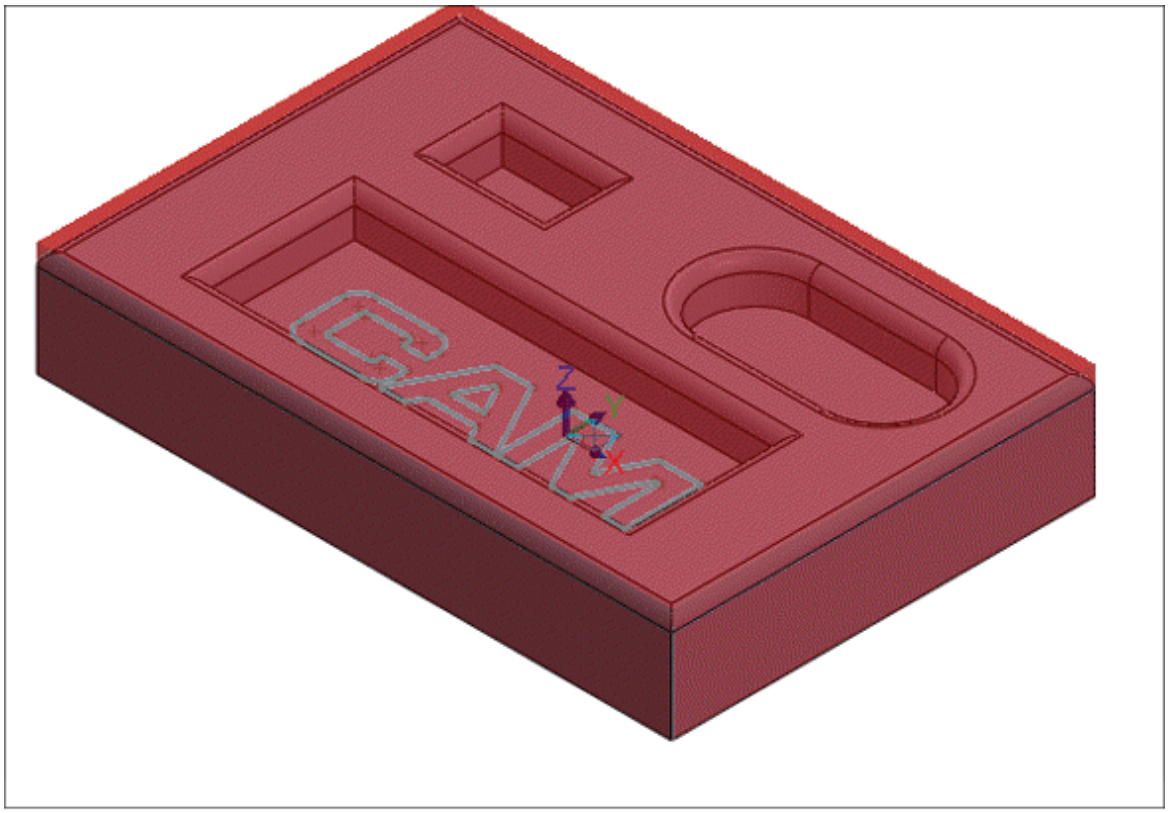

Figure-7. Stock created
- Click on the **OK** button from the dialog box. The stock will be created; refer to Figure-7.